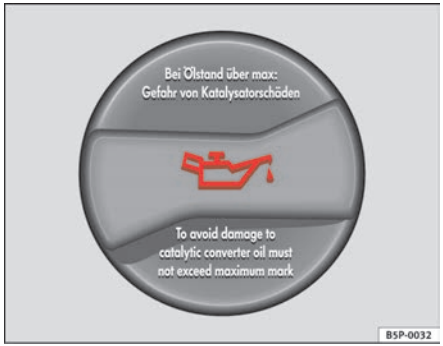

Fig. 126 In the engine compartment: Engine oil filler cap
– Unscrew cap from oil filler opening ⇒ fig. 126..
– As soon as the oil level is in area (B), carefully close the cap.